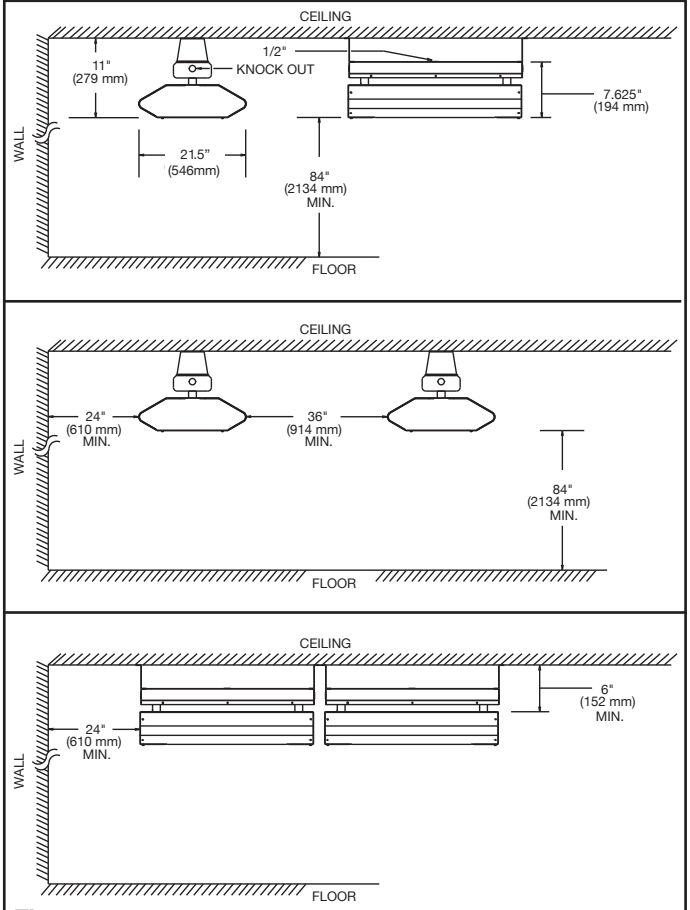

Figure 1
5. Minimum clearances, as specified in Figure 1, must be maintained. Keep combustible material, such as boxes, crates, etc., away form heater.
Mounting Limitations – Refer to Figure 1 for mounting limitations. Observe all minimum dimensions from ceiling, walls, floor, and combustible material.